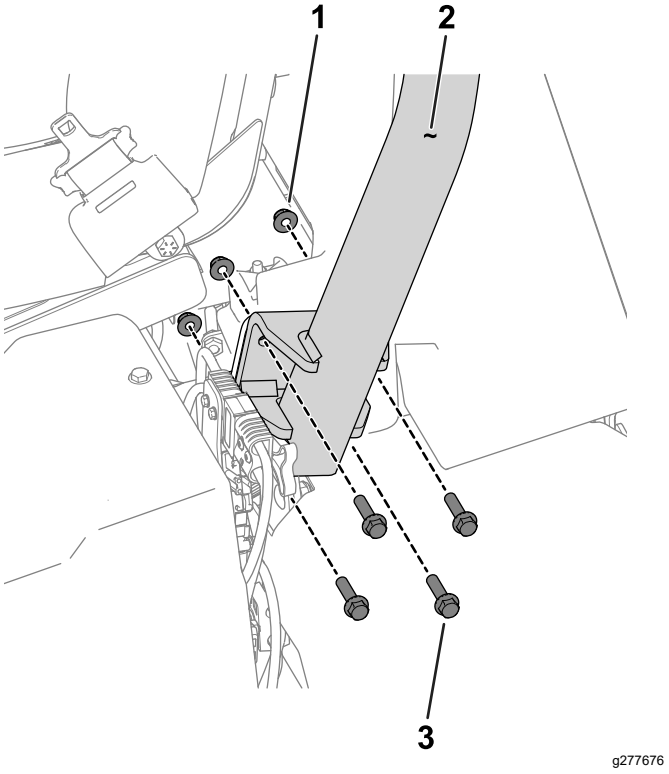

Figur 3
3. Använd åtta sexkantskruvar (⅜ x 1 ½ tum) och åtta muttrar (⅜ tum) för att fästa störtbågen på störtbågens fästen på maskinens båda sidor (Figur 3).